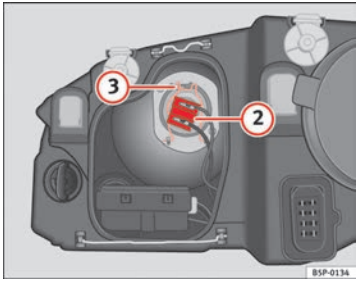

Fig. 167 Dipped head-lights
– Remove the connector ⇒ page 256, fig. 167 (2) from the bulb.
– Disengage the retainer spring ⇒ page 256, fig. 167 (3) pressing inwards to the right.